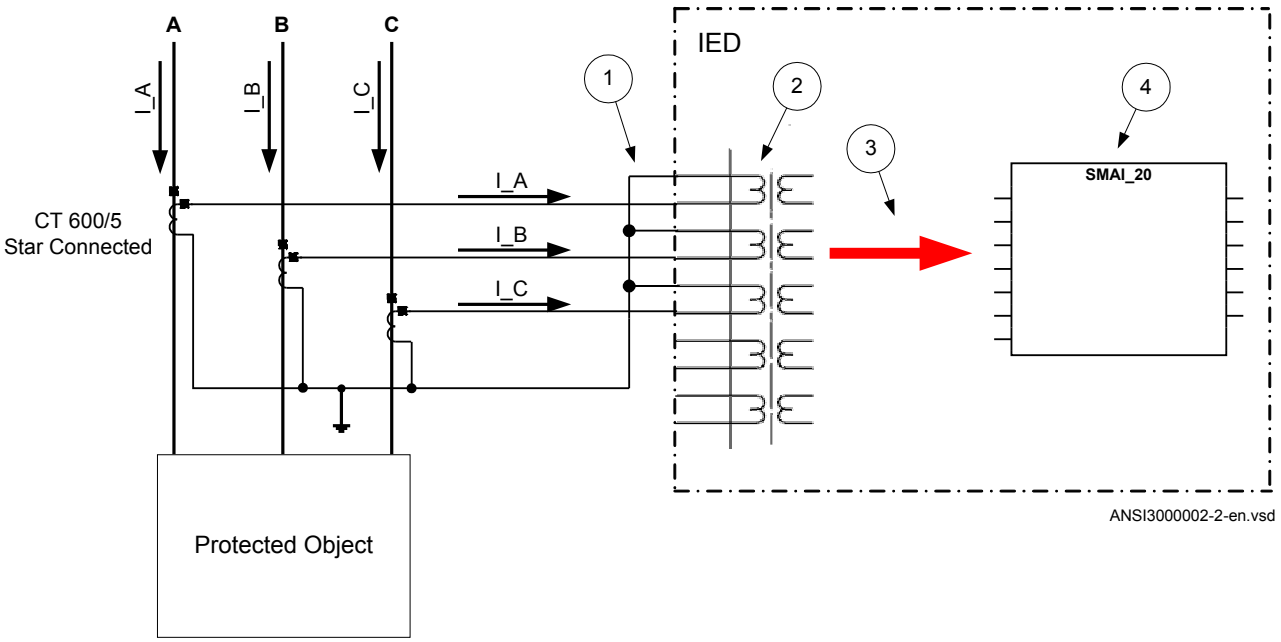
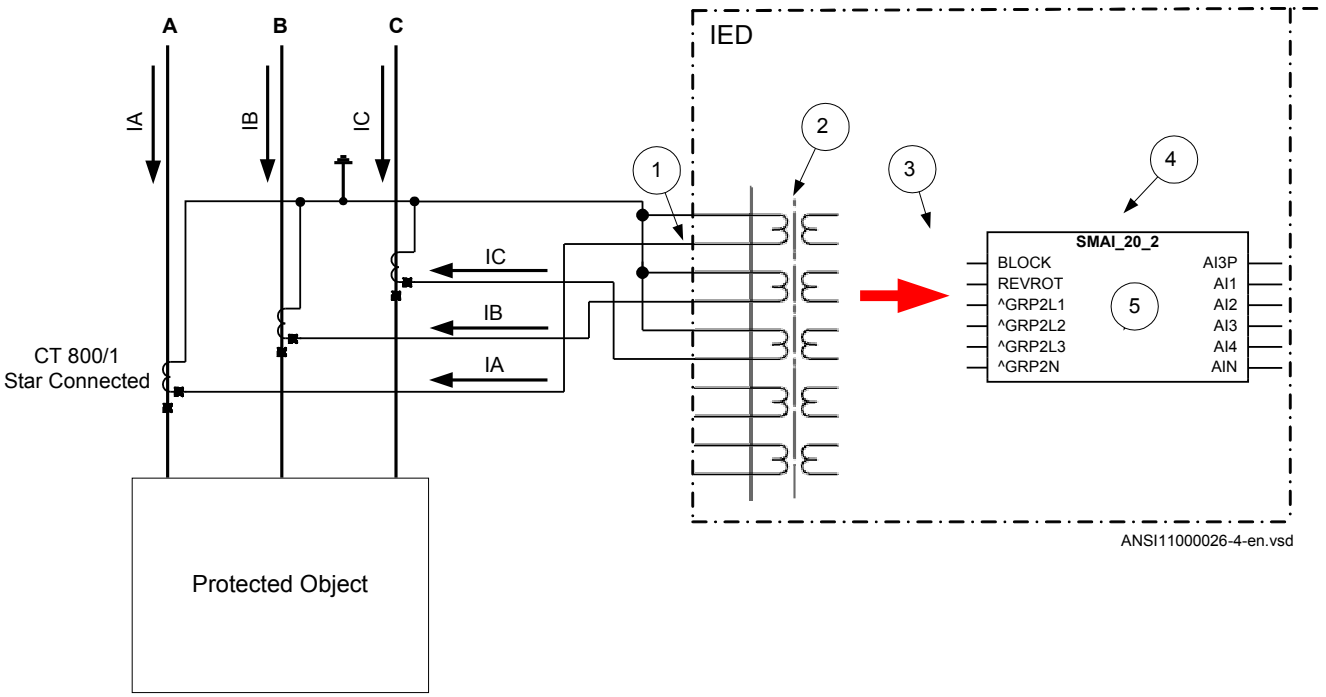

Figure 9: Wye connected three-phase CT set with wye point towards the protected object
Figure 10: Wye connected three-phase CT set with its star point away from the protected object
Figure 9 gives an example about the wiring of a wye connected three-phase CT set to the IED. It gives also an overview of the actions which are needed to make this measurement available to the built-in protection and control functions within the IED as well.
2) The current inputs are located in the TRM. It shall be noted that for all these current inputs the following setting values shall be entered for the example shown in Figure9.
In the example in figure 10 case everything is done in a similar way as in the above described example (figure 9). The only difference is the setting of the parameter *CTStarPoint* of the used current inputs on the TRM (item 2 in the figure):